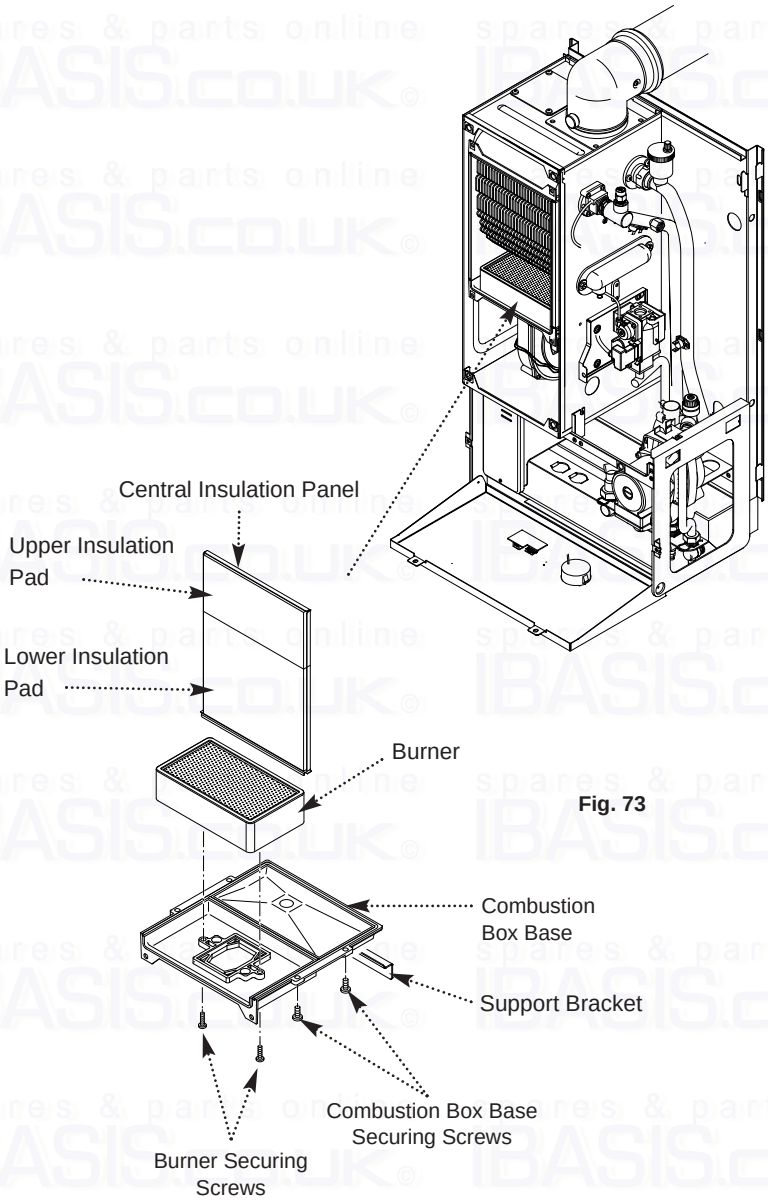

Fig. 73
13.23 Heat Exchanger Lower Insulation Pad (Fig. 73)
13.24 Heat Exchanger Upper Insulation Pad (Fig. 73)